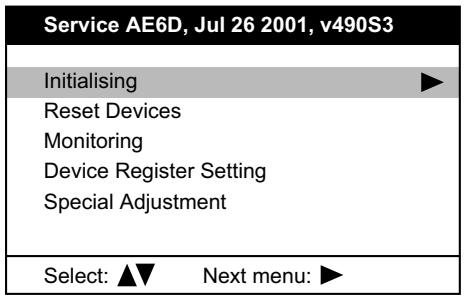

Rys.3.
4. Nacisnąć przycisk **[MENU]** na pilocie w celu wyświetlenia głównego menu serwisowego, pokazanego na rys. 3.